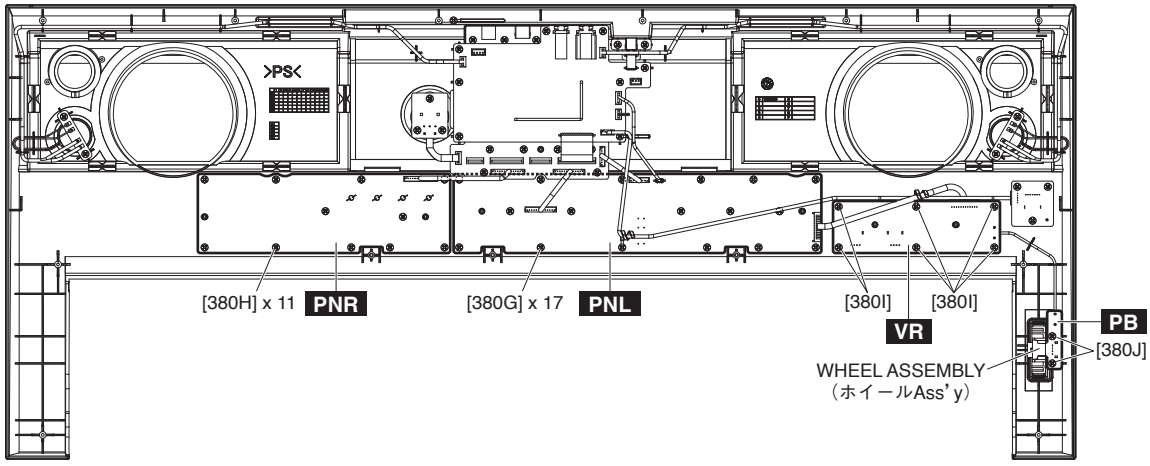

Fig. 8（図8）
9-3 Remove the sevnteen (17) screws marked [380G]. The PNL circuit board can then be removed. (Fig. 8)
9-3 [380G] のネジ 17 本を外して、PNL シートを外します。(図 8)
10-3 Remove the eleven (11) screws marked [380H]. The PNR circuit board can then be removed. (Fig. 8)
10-3 [380H] のネジ 11 本を外して、PNR シートを外します。(図 8)
11-4 Remove the six (6) screws marked [380I] . The VR circuit board can then be removed . (Fig. 8)
11-4 [380I] のネジ 6 本を外して VR シートを外します。(図 8)
12-5 Remove the two (2) screws marked [380J] . The PB circuit board can then be removed with the wheel assembly attached. (Fig. 8)
12-5 [380J] のネジ 2 本を外して、ホイール Ass'y が付いた状態で PB シートを外します。（図 8）